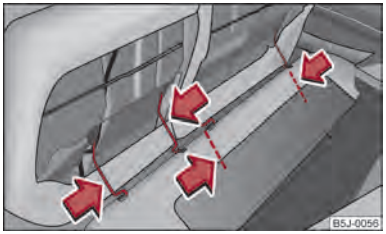

Fig. 43 Smontaggio dei sedili
– Premere la graffa nel senso della freccia ⇒fig. 43 e rimuovere il sedile dall'alloggiamento.